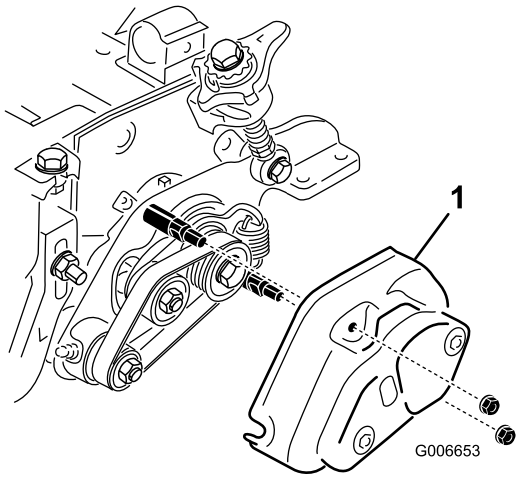

Figur 13
24. Monter trimmerdækslet, og fastgør det med (2) 5/16 tommers flangemøtrikker (Figur 13).